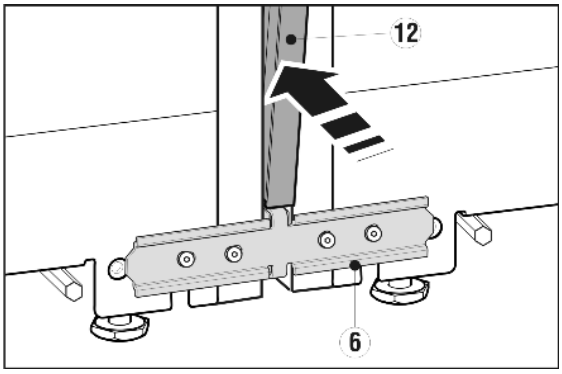

Fig. 7
Перед установкой сведите обе перемычки планки из нержавеющей стали *Fig. 7 (12)* вместе по всей длине. Так планка легче войдет в зазор. Для вдавливания планки используйте мягкую ткань, чтобы не допустить образования вмятин на ее поверхности. Планку следует вдавливать аккуратно и прямо, чтобы получить оптимальное соединение.
- Вдавите длинную планку из высококачественной стали *Fig. 7 (12)* в вертикальную щель на передней стороне: Обратите внимание, что планка опирается на крепежный уголок *Fig. 7 (6)*.